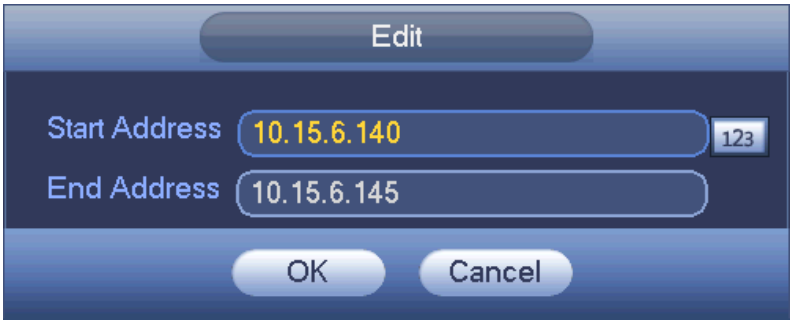

Figure 4-91
- Edit: Click it to edit start address and end address. See Figure 4-91. System can check the IP address validity after the edit operation and implement IPv6 optimization.